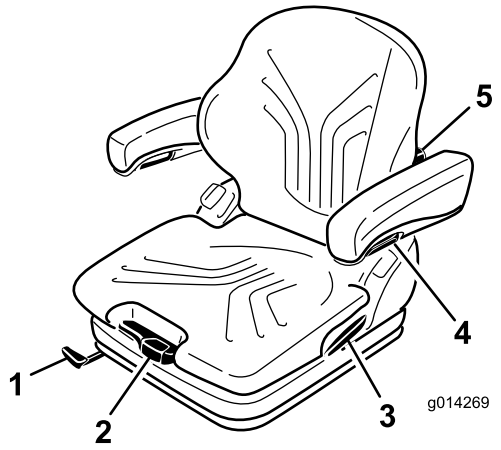

Figur 31
Du justerar sätet efter förarvikten genom att dra i eller trycka på viktjusteringsspaken (Figur 31).
1. Lyft spaken för att låsa upp sätet och justera det (Figur 31).
Du justerar lutningen i den övre delen av ryggstödskudden genom att föra justeringsknoppen uppåt. Du justerar lutningen i den nedre delen av ryggstödskudden genom att föra knoppen nedåt (Figur 31).
Du höjdjusterar armstöden genom att ta bort den runda hatten (Figur 31) från skyddet, lossa på sexkantsmuttern (13 mm) bakom det, justera armstöden till önskat läge och dra åt muttern. Sätt tillbaka hatten på muttern.
Justera armstödens vinkel genom att vrida på justeringsknoppen (Figur 31).
Dra upp låsspärren för att frigöra ryggstödets spärr (Figur 31). När du frigör ryggstödets spärr ska du inte utsätta ryggstödet för något tryck.